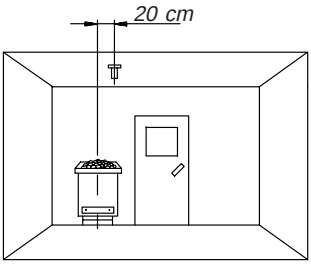

Abb. 7
Beachten Sie bitte, dass sich nachfolgende Maßangaben auf die Werte beziehen, die bei der Geräteprüfung nach EN 60335-2-53 vorgegeben wurden. Grundsätzlich muss der Ofenfühler an der Stelle montiert werden, an der die höchsten Temperaturen erwartet werden. Einen Überblick über den Montageort des Fühlers gibt Ihnen Abb. 7.
1. Der Ofenfühler wird in Kabinen bis zu der Größe von 2 x 2 m gemäß Abb. 7 und 8, in größeren Kabinen gemäß Abb 7 und 9 montiert.